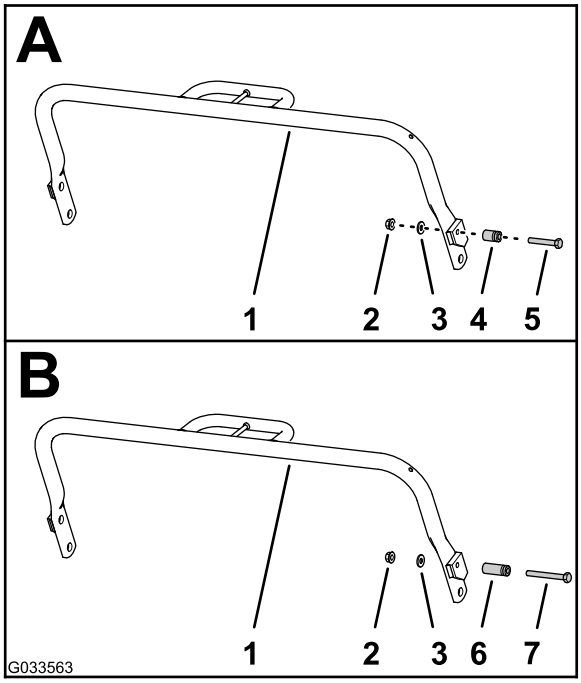

Figur 3
3. Fjern flensmutteren, skiven, den eksisterende fjærposten (1 tomme) og skruen (5/16 x 2 tommer) fra høyre side av støtten (A av Figur 3).
4. Monter den nye fjærposten (1-3/4 tommer) på støtten med den nye skrue (5/16 x 2-3/4 tommer), som vist i B av Figur 3.
5. Bruk flensmutteren og skiven du beholdt i trinn 3 for å feste fjærposten til støtten (B av Figur 3).